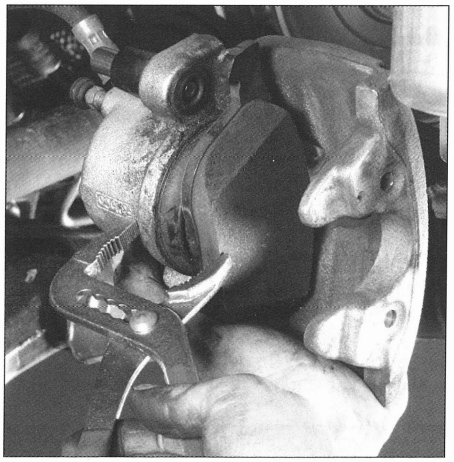

FIG. 10
• Empujar hacia atrás el pistón con ayuda de una pastilla usada **(fig. 10)**.